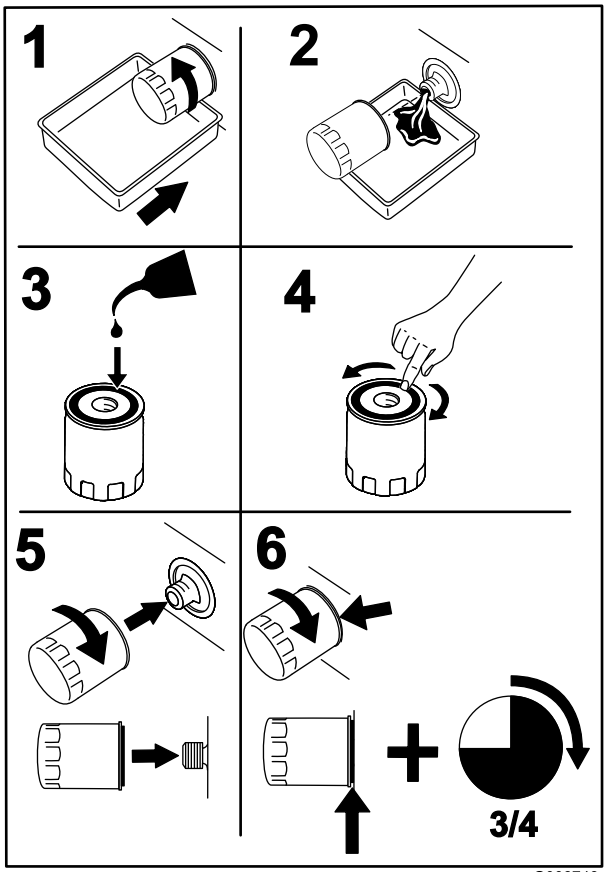

Figuur 39
2. Vervang het motoroliefilter (Figuur 39).